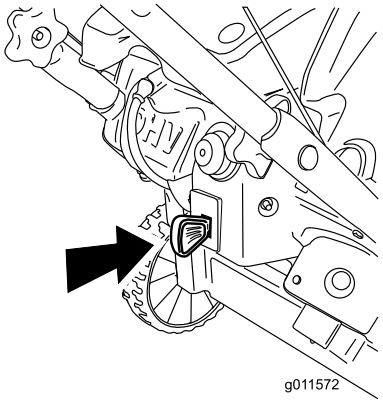

Figur 15
1. Tryk tændingsnøglen helt ind til positionen On (Figur 15).